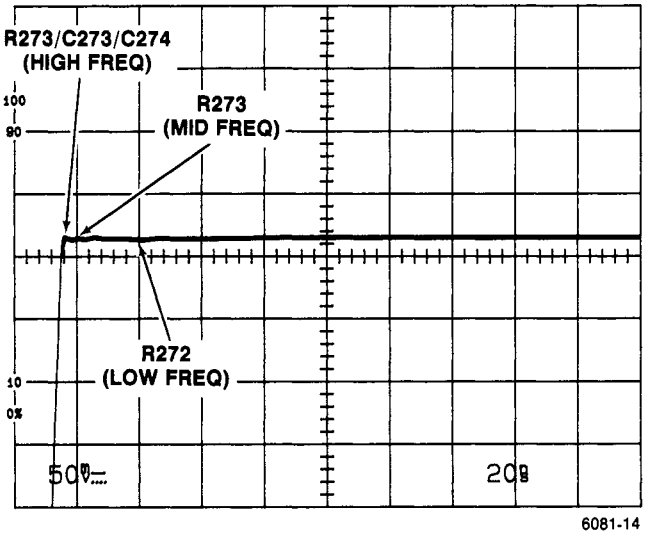

Figure 5-1. Areas of waveform affected by HF compensation adjustments.
e. ADJUST—Delay-Line HF Compensations (R272, R273, R275) for flattest response and (C274, C273) for sharpest front corner with minimum overshoot. Figure 5-1 shows the area of the waveform affected by each adjustment.